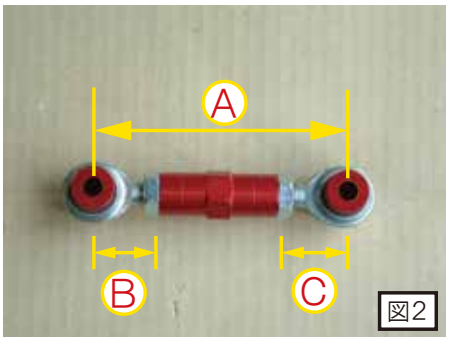

図2
4. ピロボールにM14薄型ナットを組み付けリアサスリンクロッドに組み付け長さ調整を行いナットを規定トルク50N･mで締めます。(図2)